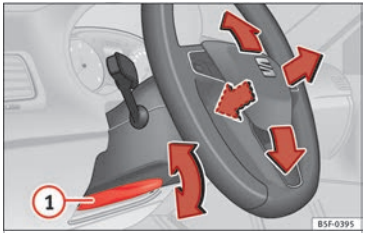

Fig. 20 Palanca en la parte inferior del lateral izquierdo de la columna de dirección.
• Ajustar la posición del volante: tire de la palanca »» **fig. 20** (1) hacia abajo, mueva el volante hasta la posición deseada y vuelva a subir la palanca hasta el punto de cierre.